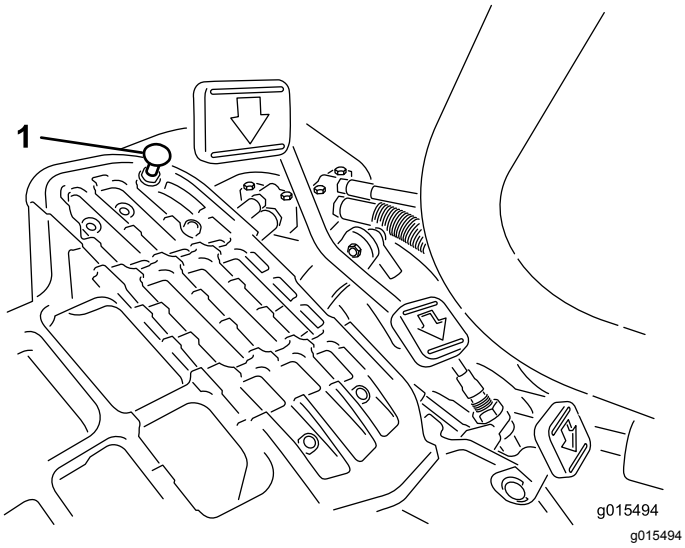

Rysunek 50
Naciśnij pedał jazdy. Jeśli pedał dotyka ogranicznika (Rysunek 50) zanim da się wyczuć napięcie linki, wówczas należy dokonać regulacji:
1. Poluzuj przeciwnakrętki głowicy kołnierza mocujące ogranicznik pedału do płyty podłogowej (Rysunek 50).